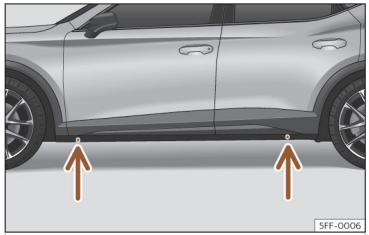

Fig. 229 Puntos de apoyo del gato.
- Busque en el larguero la marca del punto de apoyo del gato (zona hundida) más cercano a la rueda a cambiar ››› **fig. 229**.